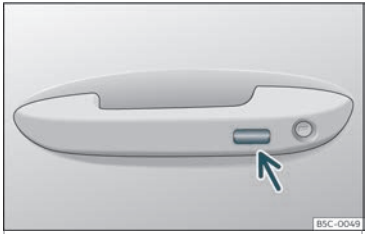

Abb. 84 Türgriff: Sensorfläche.
- **ODER** mit dem Keyless Access*-System (nur Schließen): Halten Sie einige Sekunden lang einen Finger über die Verriegelungssensorfläche››› **Abb. 84** (Pfeil) am Türgriff, damit die Fenster und das Dach* geschlossen werden. Wenn Sie die Sensorfläche nicht mehr berühren, wird die Schließfunktion unterbrochen.
• Halten Sie einige Sekunden lang einen Finger über die Verriegelungssensorfläche ››› **Abb. 84** (Pfeil) am Türgriff, damit das Dach geschlossen wird. Wenn Sie die Sensorfläche nicht mehr berühren, wird die Schließfunktion unterbrochen.